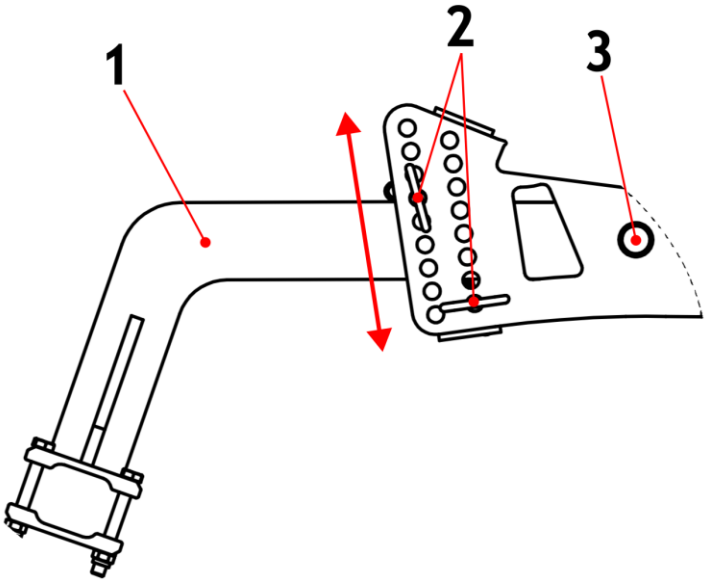

*Rysunek 37 Zamocowanie ramienia wału (1 - ramię wału, 2 - sworznie regulacji głębokości pracy, 3 - otwór na sworzeń mocujący ramię do uchwytu ramy)*
**Ekran boczny** należy ustawić i zablokować śrubą na takiej wysokości, aby znajdował się nad powierzchnią gleby i nie był narażony na uderzenia kamieni i zawieszanie się resztek pożniwnych. W razie potrzeby należy również przesunąć go do przodu lub tyłu, montując na dostępnych otworach regulacyjnych (rys. 37 poz. 1) tak, aby zatrzymywał glebę odrzucaną przez skrajny talerz przedni i zagarniał bruzdę za skrajnym talerzem tylnym.